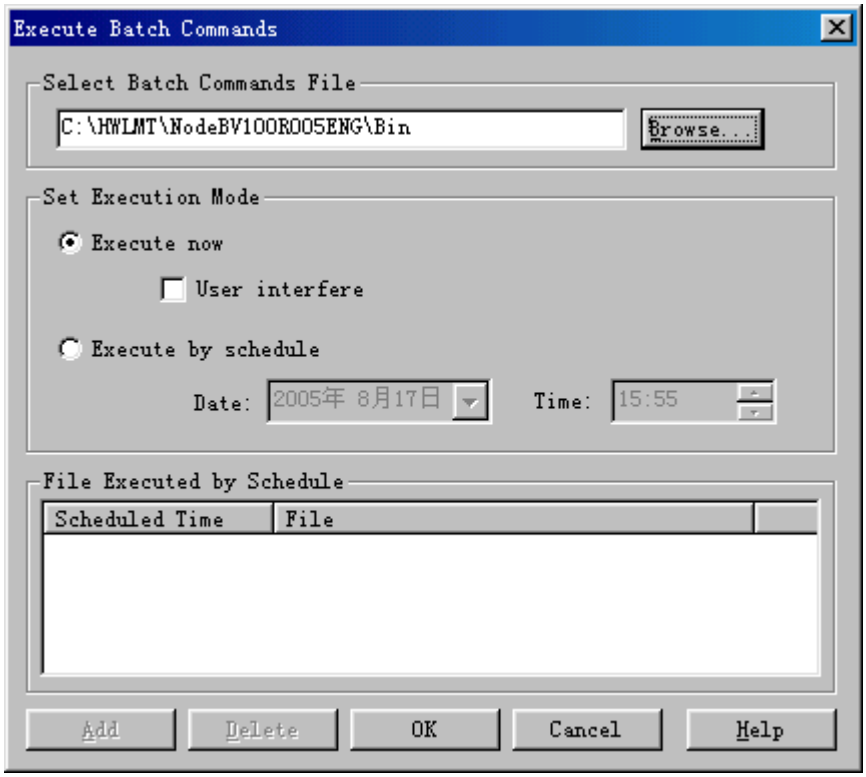

Figure 4-7 Execute Batch Commands dialog box
1) Choose **System** -> **Execute Batch Commands**, or press **Ctrl+R**. The **Execute Batch Commands** dialog box opens up, as shown in Figure 4-7.
1) Choose **System** -> **Execute Batch Commands,** or press **Ctrl+R**. The **Execute Batch Commands** dialog box opens up, as shown in Figure 4-7.